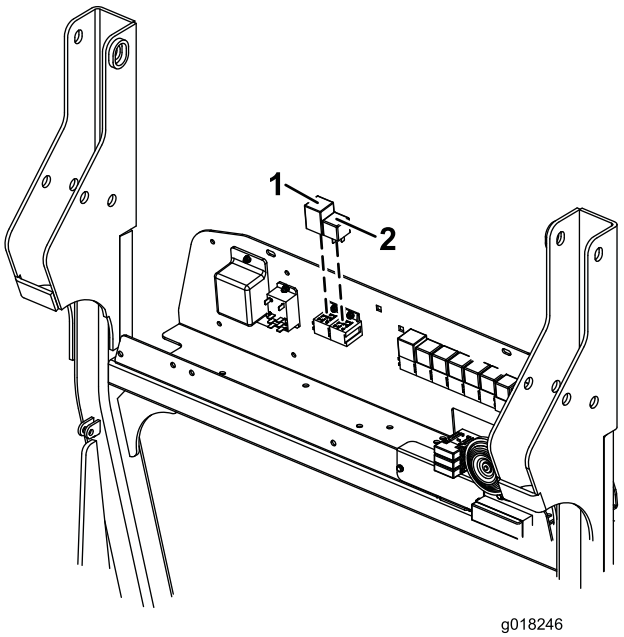

**図 10**
5. 方向指示器リレーを左側の空のリレーソケットに接続し、標準の短いリレーを右側の空のリレーソケットに接続する（図 10）。